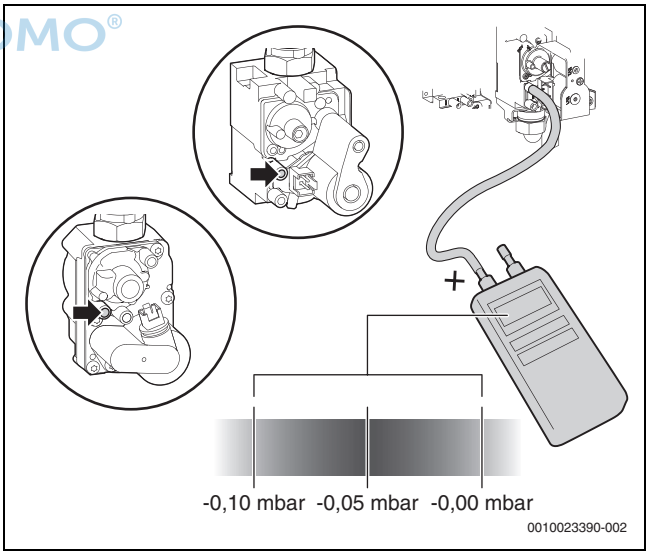

Bild 56 Differenzdruck messen
▶ Differenzdruck des Gasventils messen (→ Bild 56).